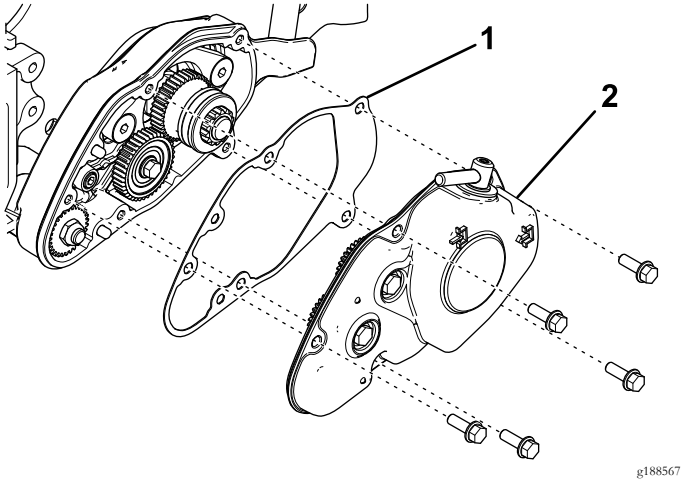

Figure 1
3. Remove the groomer-housing cover and gasket (Figure 1).